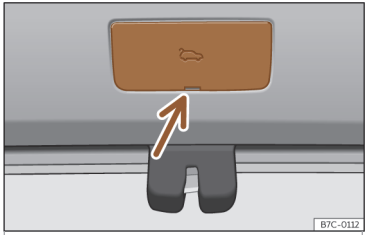

Fig. 81 Detalle del maletero: acceso al desbloqueo de emergencia.
- Retire la cubierta haciendo palanca con el espadín de la llave»» **fig. 81** .